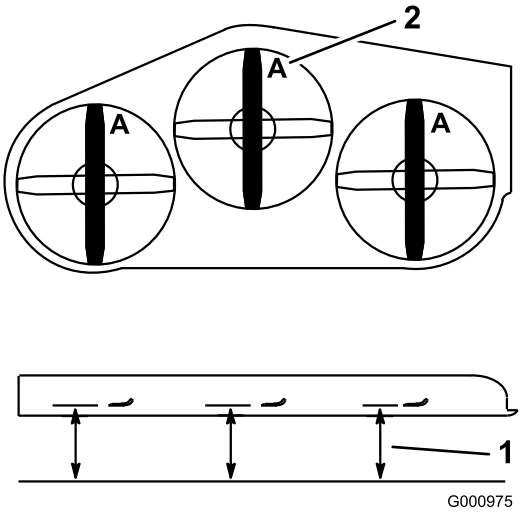

Figur 93
3. Roter knivene til endene vender fremover og bakover (Figur 93).
4. Mål fra en jevn overflate til kniveggen, posisjon **A**, på kniven (Figur 93).